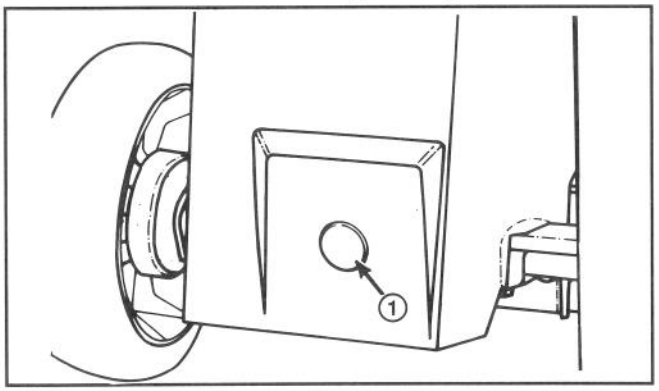

Abbildung 28
3. Den Plastikstopfen aus der Öffnung auf der Rückseite des Mähers ziehen (Abb. 28).